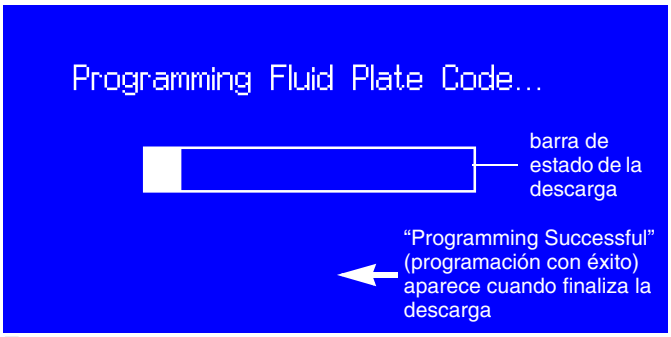

FIG. 25
5. Después de que se actualiza el software de la pantalla de visualización EasyKey™, comenzará automáticamente la actualización del software del panel de fluido Smart. La pantalla de estado en FIG. 25 aparecerá en la pantalla de visualización EasyKey™. Espere hasta que termine la actualización automática.